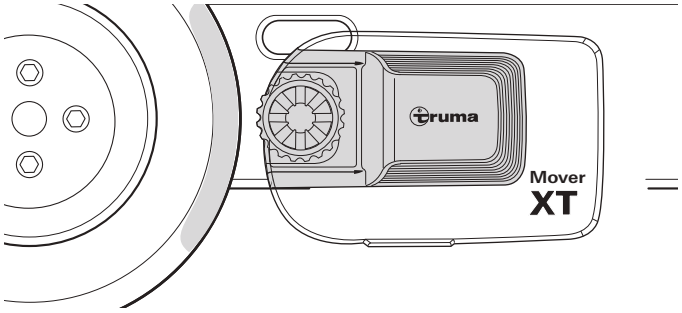

Fig. 33
- In the disengaged position, the drive rollers are approx. 20 mm away from the tyres (Fig. 33) on both sides. See chapter 6.1 to check the correct distance between the tyres and drive rollers
- The status display no longer shows a number (Fig. 33).